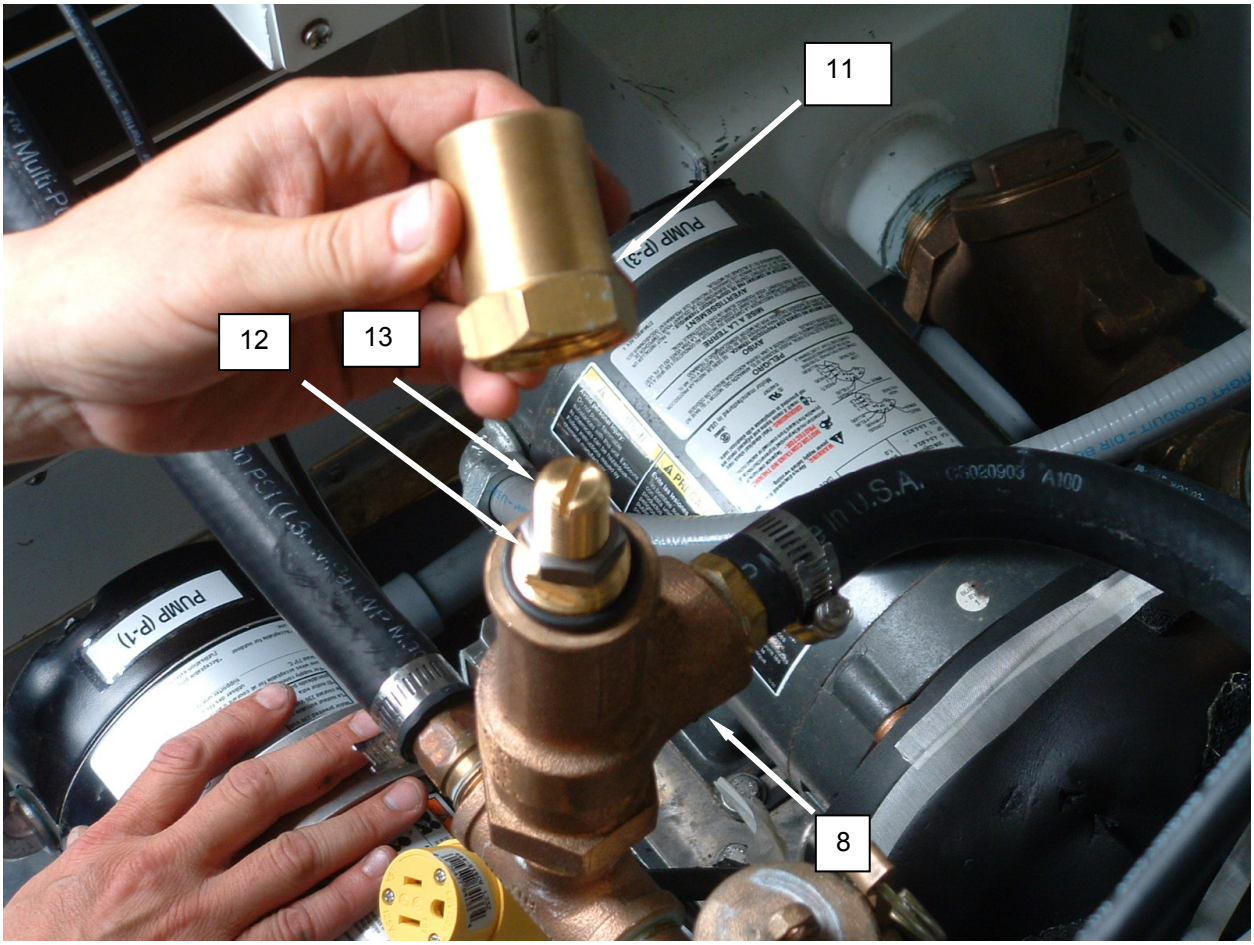

Figure 4. Adjust the Pressure Relief Valve.
1. Remove the cap **(Figure 4, Item 11)** from the pressure relief valve **(Figure 4, Item 8)**.
2. Loosen the locknut **(Figure 4, Item 12)**.
3. Turn the adjustment screw **(Figure 4, Item 13)** clockwise to increase relief pressure or counter-clockwise to decrease relief pressure.
4. Tighten the locknut **(Figure 4, Item 12)**, and install the pressure relief valve cap **(Figure 4, Item 11)**.